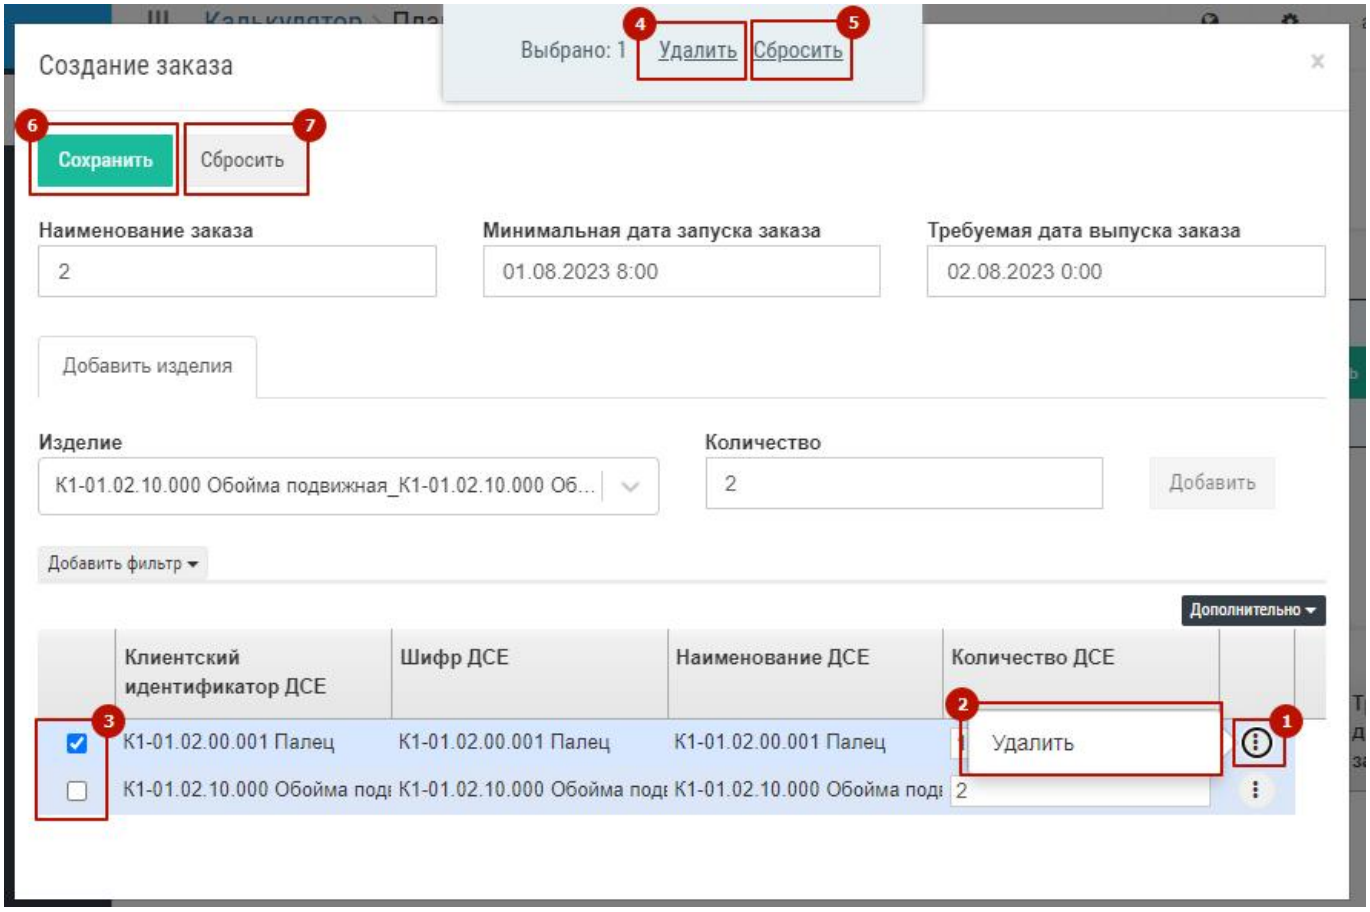
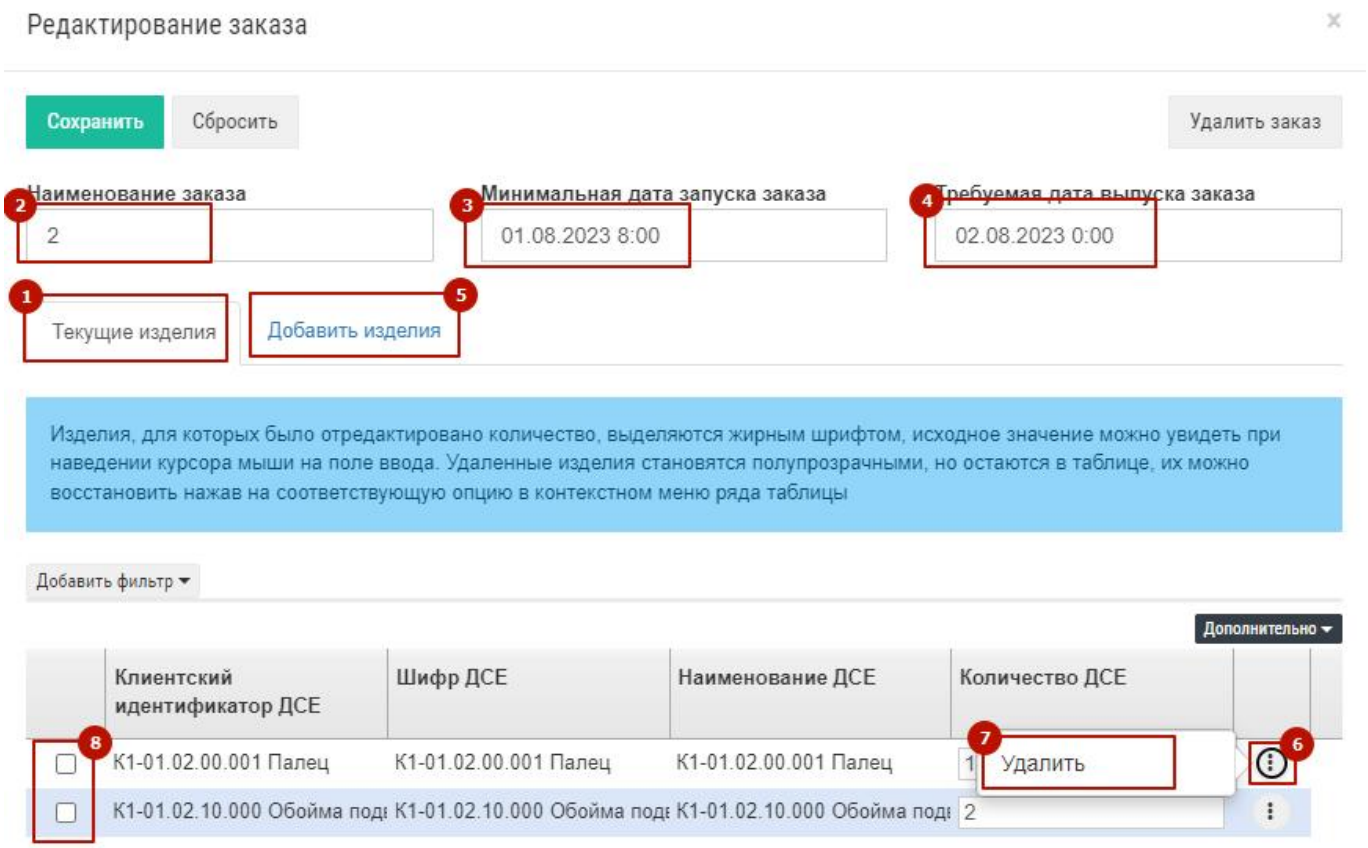

Рис. 34 – Удаление изделий заказа
Рис. 36 – Экранная форма редактирования заказа
Если изделие введено ошибочно, его можно удалить. Для этого необходимо нажать значок ⋮ и нажать «Удалить» (1 + 2 на Рис. 34).
Для удаления нескольких изделий из заказа нужно сначала выбрать их, а затем в появившемся окне нажать ссылку «Удалить» (3 + 4 на Рис. 34).
Для отмены выбора нужно нажать в появившемся окне ссылку «Сбросить» (5 на Рис. 34).
Для завершения процесса добавления заказов в план нужно нажать кнопку «Сохранить» (6 на Рис. 34). Для отмены ввода заказов нужно нажать кнопку «Сбросить» (7 на Рис. 34).
Функционал разбит на две вкладки: «Текущие изделия» и «Добавить изделия» (1 и 5 на Рис. 36). Функционал и внешний вид вкладки «Добавить изделия» аналогичен функционалу формы «Создать заказ» на Рис. 34.
- редактировать наименование заказа, даты запуска и выпуска (2, 3, 4 на Рис. 36);
- удалить изделие из заказа (6 + 7 на Рис. 36);
- удалить несколько изделий из заказа, аналогично как на форме «Создание заказа» (8 на Рис. 36);
- удалить заказ (9 на Рис. 36);